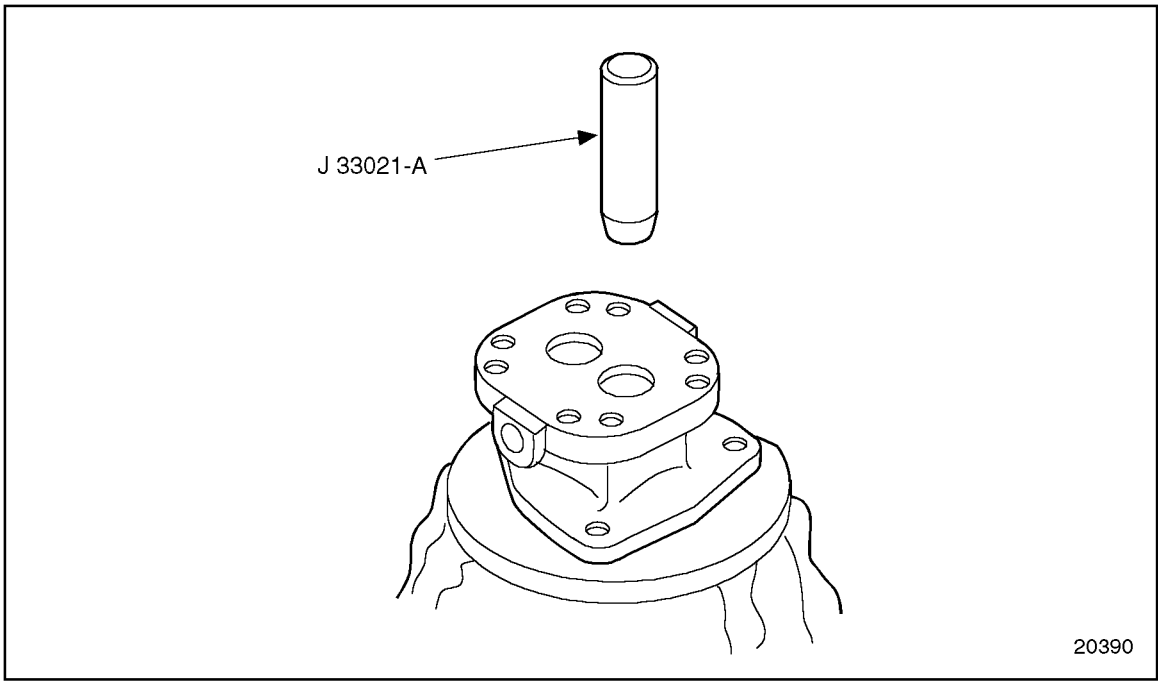

Figure 2-53 Seal Protector Installation
16. With the pump body on a bench, hub side down, lubricate the outside of seal protector, J 33021-A, with clean engine oil. Install the solid end of the protector down through both seals until it contacts the bench. See Figure 2-53. Approximately 3 mm (1/8 in.) of the open end of the protector should remain above the inner seal.